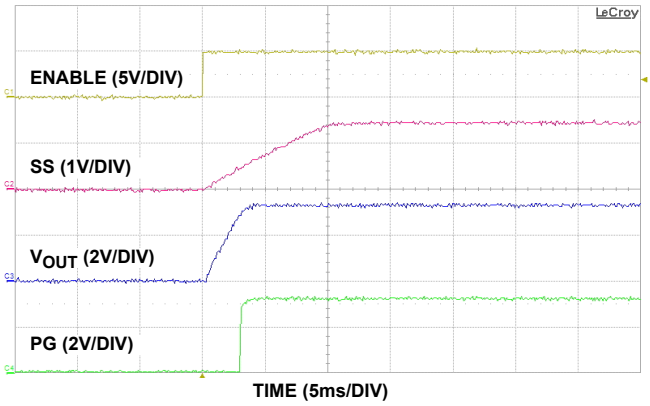

FIGURE 8. ENABLE START-UP
22. On page 1, in paragraph 2, "The programmable current limiting improves system reliability of applications" changed to "The programmable current limiting improves system reliability of end applications." 23. On page 1, “Features”, "Programmable Soft-starting" changed to "Programmable Soft-Start" 24. On page 4, “Electrical Specifications”, “DC CHARACTERISTICS”, "DC Output Voltage Accuracy" changed to “DC ADJ Pin Voltage Accuracy” 25. On page 5, Notes 10 and 11 deleted (they were not referenced in the spec table). 26. “Output Voltage Selection” on page 8, "An external resistor divider, R2 and R3, is used to set the output voltage as shown in Equation 5. The recommended value for R3 is 500Ω to 1kΩ. R2 is then chosen according to Equation 6." changed to "An external resistor divider, R2 and R3, is used to set the output voltage as shown in Equations 5 and 6. Please see Table 2 on page 9 for recommended values of R2 and R3." 29. Added “General PowerPAD Design Considerations” on page 10 30. Revised Figure 8